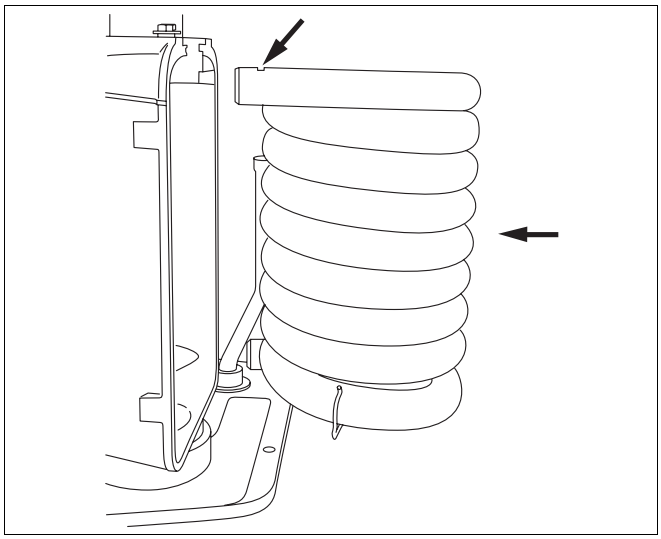

Rys. 56 Montaż wymiennika ciepła
14.1.3 Ponownie zamontować wymiennik ciepła (rys. 56)